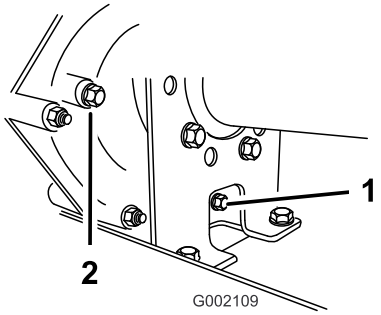
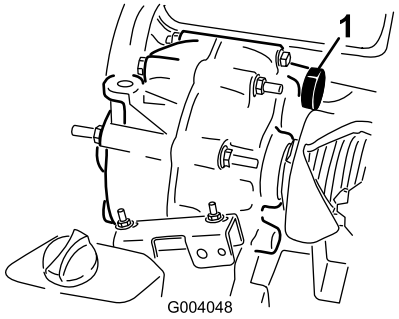

Figur 65
Figur 66
2. Rengjør området rundt fyllepluggen og tappepluggen med ei fille (Figur 65).
4. Fjern fyllepluggen ved å rotere den mot klokken (Figur 65).
5. Fjern tappepluggen ved å rotere den mot klokken (Figur 65).
6. Sett på og stram tappepluggen og pakningen i tappeplugghullet til drivverket (Figur 65).
7. Fyll beholderen (Figur 66) via fyllepluggshullet med angitt olje eller til oljenivået i drivverket er på linje med bunnen av gjengene (Figur 65).
8. Sett på og stram fyllepluggen og pakningen i fylleplugghullet til drivverket (Figur 65).
10. Sjekk oljenivået, og fyll på olje hvis nivået er under gjengene i fyllplugghullet (Figur 65).